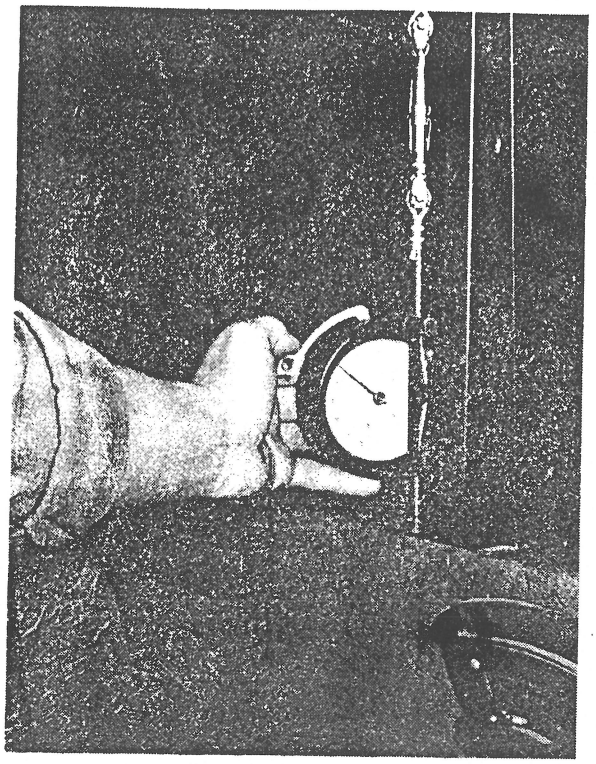

FIGURE 5-6.
f. Place ailerons in an approximate normal position (neutral) and with control stick centered adjust three turnbuckles evenly to obtain an approximate tension (check tension). (See Figure 5-6 and Table 5-1)